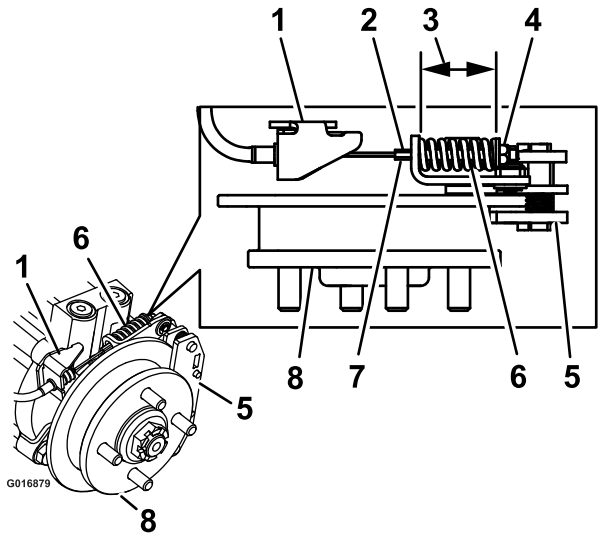

Figura 71
9. Sujete el extremo de la varilla roscada con una herramienta y ajuste la contratuerca hasta que el muelle mida de 1-1/2 a 1-9/16 pulgada (3,8 a 4,0 cm) (Figura 71). No deje que el cable gire mientras se aflojan las tuercas.